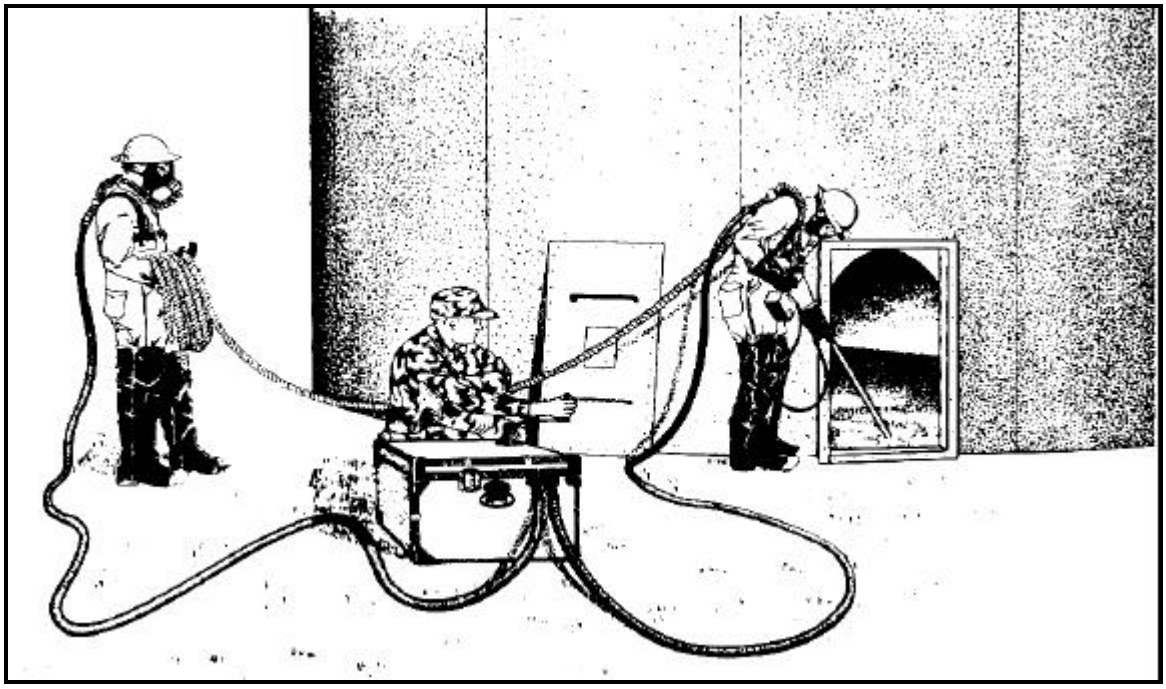

Figure 12-18. Vapor testing at cleanout door
•Wear a respirator and approach an open cleanout door or tank shell manhole. Insert the probe through the door as shown in Figure 12-18, page 12-24. Take the first reading in the area where vapors are leaving the tank. Do not enter the tank at this time.